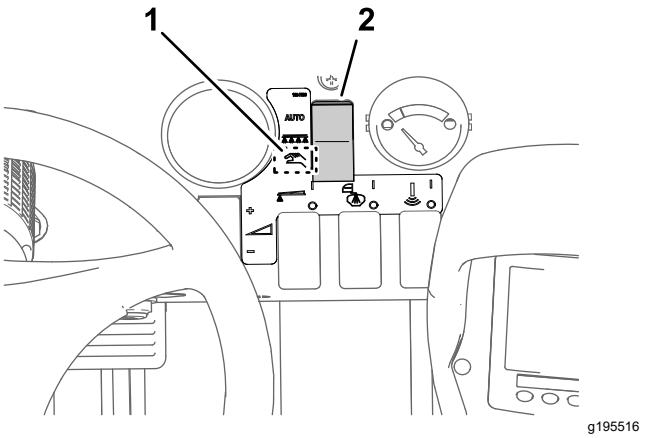

図 46
2. 散布モードボタンで「手動」散布モードにセットする図 46。